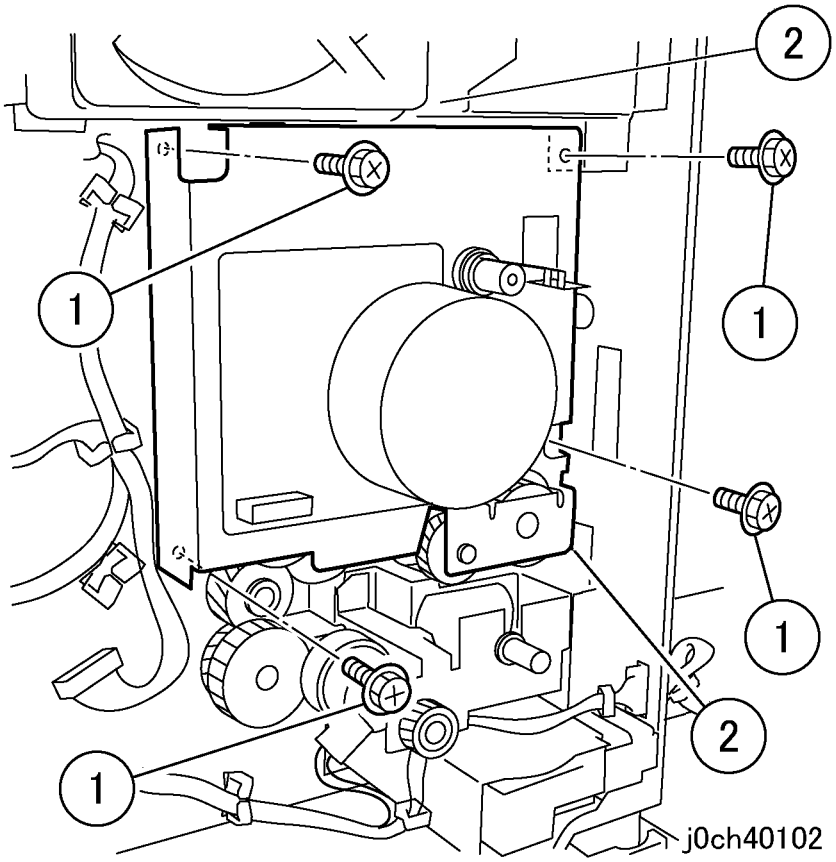

Рисунок 2 Снятие узла главного привода (j0ch40102)
5. Снимите узел главного привода (рисунок 2).